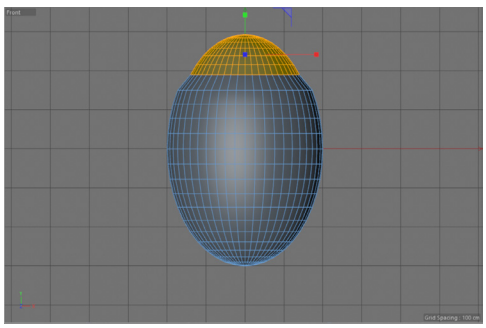
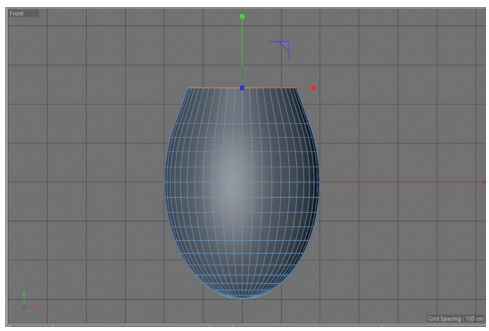

Figure 3-71 *Selected polygons scaled uniformly*
Figure 3-72 *Selected polygons scaled along Y-axis*
7. Scale down the selected polygons uniformly, refer to Figure 3-71. Next scale the polygons only along Y-axis to set them on the upper edge of *vase*, refer to Figure 3-72.